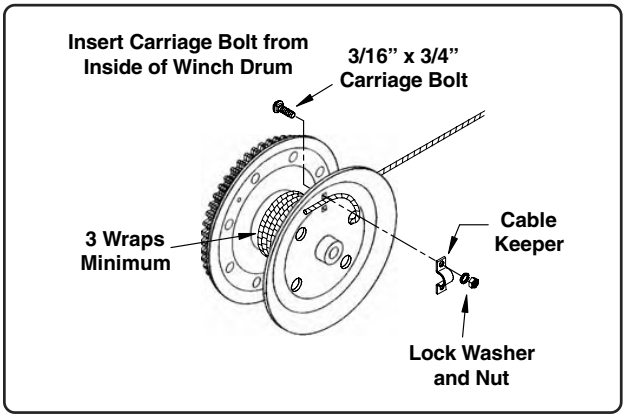

Fig. 38
Keep the cable taut and turn handle to verify cable is winding onto the drum properly. Turn handle until the cable wraps around the drum three (3) times (See Fig. 38 on Page 53).